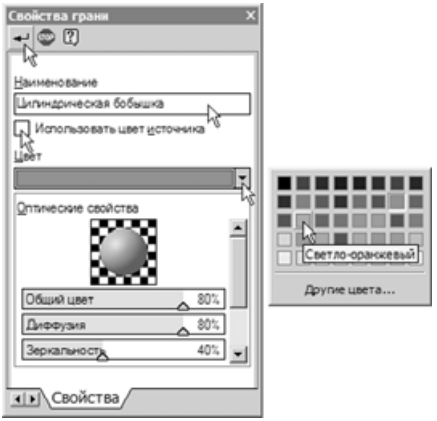

Рис. 2.108
- На панели **Свойства грани** отключите флажок **Использовать цвет источника** (рис. 2.108).